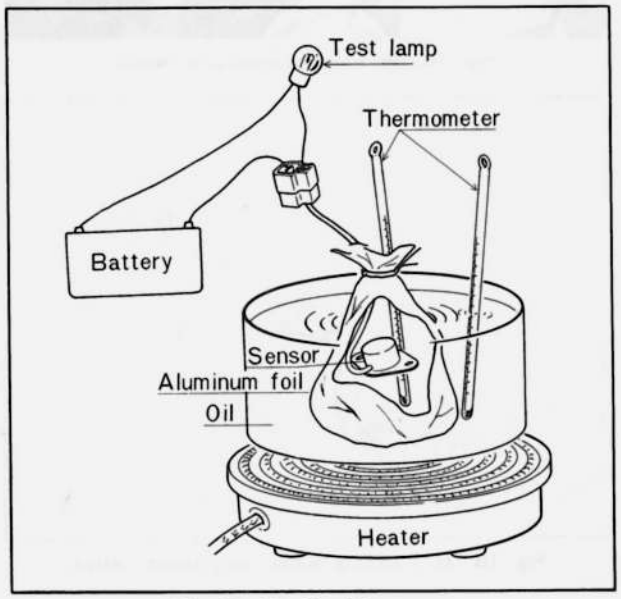

Fig. 1B–30 Checking sensor
3. Attach the test lamp to the sensor as shown in Fig. 1B–30.